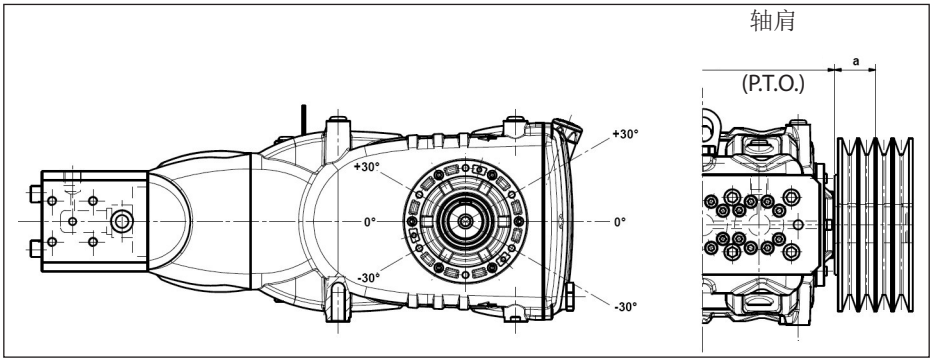

图 11
泵轴上的径向载荷不能超过7500 N(布局定义所必须的数值)。只有该载荷作用在距离轴肩(P.T.O.)的一段最大长度**a=40 mm**时，传动才被视为适当，见图 11。
b) 使用高效能皮带 - 例如**XPB**而不是**SPB** - 同样的功率传递，使用的皮带数量会相对少，继而相对轴肩(P.T.O.)的距离也会减少。图 11的“a”
e) 按照图 11指出的方向拉紧皮带，其他需求请联系**技术部**或**售后服务中心**。